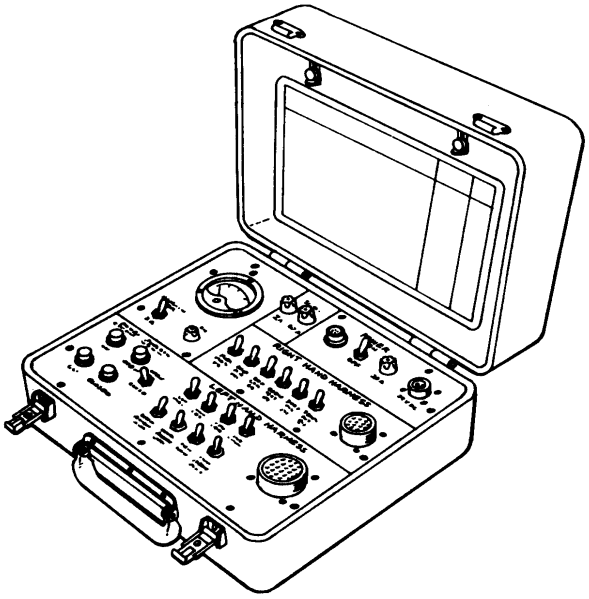

Figure 51. 6799150 Electrical Components Checkout Test Set
a. The 6799150 electrical components checkout test set (figure 51) and 23030156 adapter cable set are used to perform the continuity and current checks of individual engine electrical components.